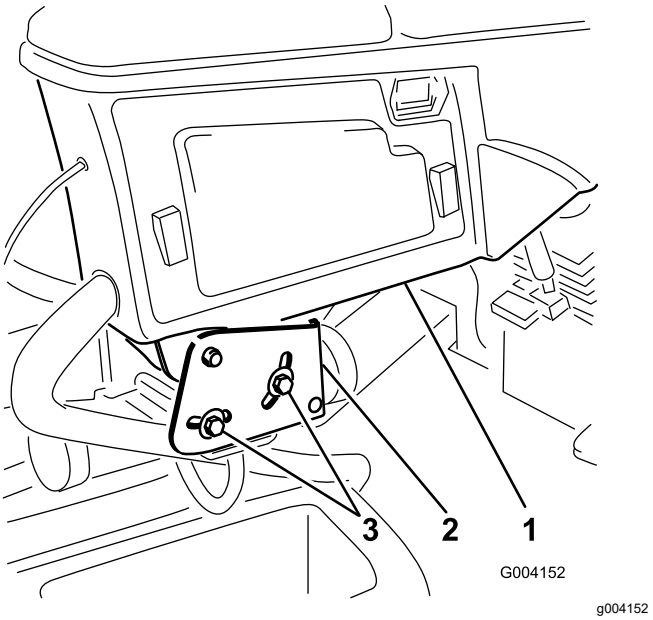

Figuur 37
1. Draai de 2 bouten los waarmee de bedieningsarm is vastgezet aan de bevestigingsbeugel (Figuur 37).